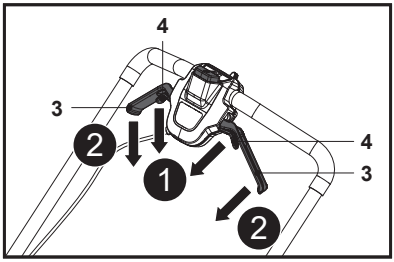

Fig. 19
1. Eliberează manetele de autopropulsie (4) pentru a opri funcția de autopropulsie (fig. 19, pasul 1).
2. Eliberează manetele de pornire (3) pentru a opri motorul și cuțitul (24) (fig. 19, pasul 2).
4. Lumina de lucru (16) se va opri automat după aprox. 10 s.